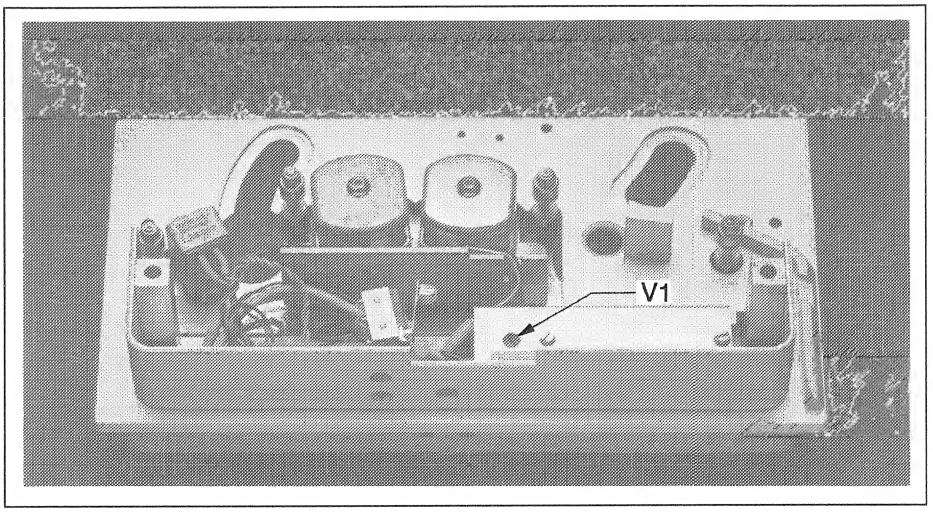

Fig. 4.13
- Mit Potentiometer CROSSTALK **V1** (Vorverstärker im Kopfträger Fig. 4.13) mit Schraubendreher Grösse 1 auf minimales Übersprechen abgleichen.